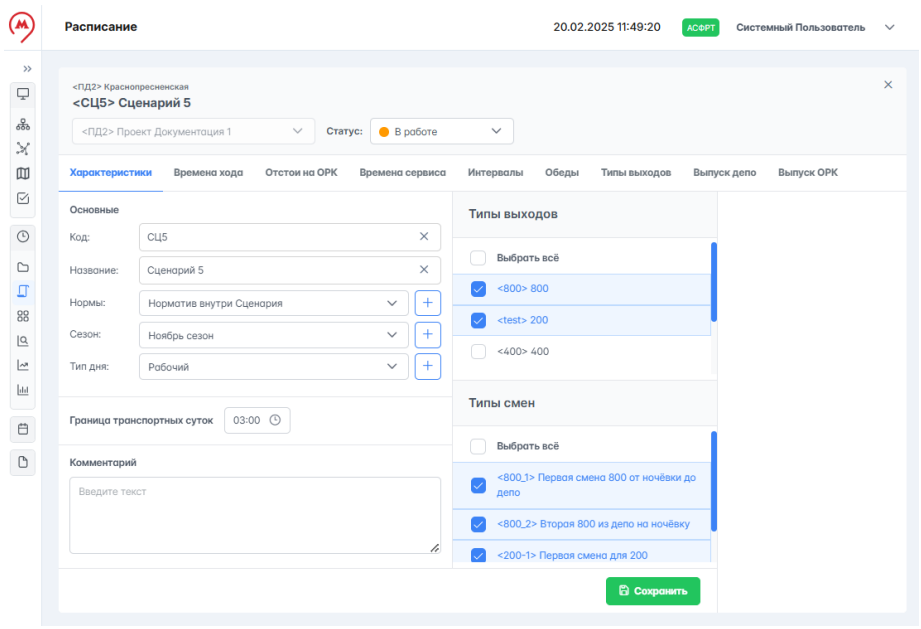

Рисунок 182 – Редактирование сценария
2. В таблице данных блока сценариев текущего проекта в столбце "Опции" нажать на , произойдёт переход на страницу "Сценарии" и откроется окно редактирования сценария (рисунок 182).